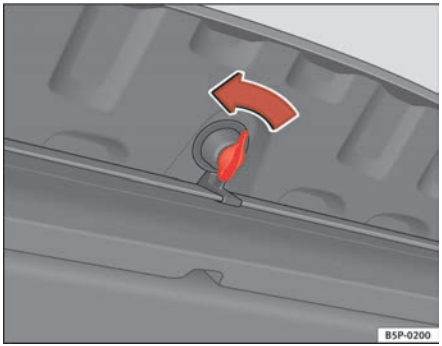

Fig. 123 Opening the storage compartment
The warning triangle is located in a stowage box under the luggage compartment cover ⇒ page 146, fig. 123. To open this storage compartment, turn the knob 90°.
– Open the storage compartment by turning the knob 90° ⇒ page 146, fig. 123.